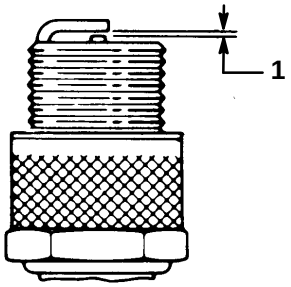

Figure 18
3. Set air gap at 0.020” (0.5 mm) (Fig. 18). Install correctly gapped spark plug and gasket seal. Tighten plug firmly to 14 ft–lb (19 N·m).